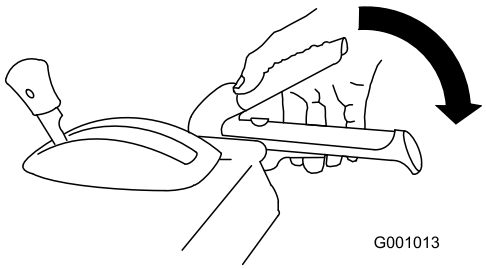

Bild 35
1. Drücken Sie zum Einkuppeln des Schnecken-/Gebläseradantriebs den rechten Hebel (Schnecke/Gebläserad) zum Handgriff (Bild 35).